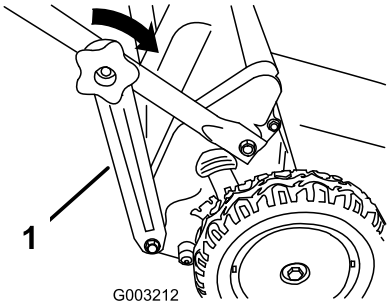

Figura 15
3. Instale los pomos del manillar inferior y apriételos a mano todo lo que pueda (Figura 15).